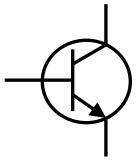

FIGURE 4
3.4 Refer to FIGURE 4 below and answer the questions.